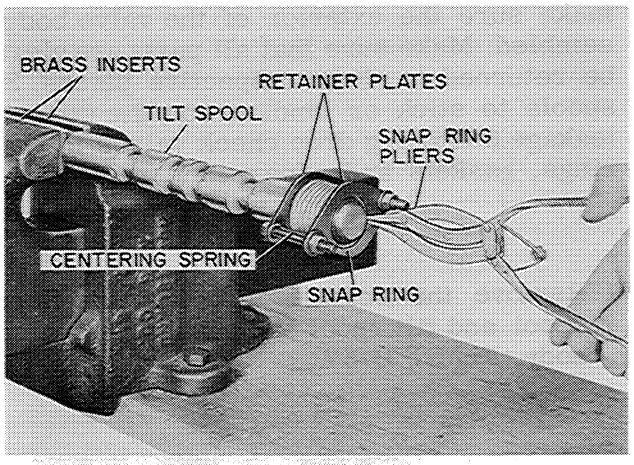

Figure D-63
7. To remove the tilt spool centering spring, use two retainer plates from the eye end of the spool to compress the spring as illlstrated, Figure D-63. Remove the snap ring using a snap ring pliers, Figure D-63.